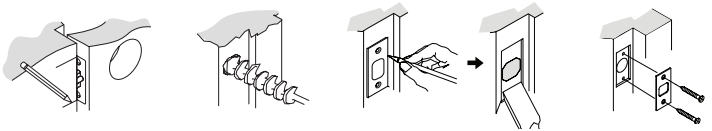

Figure 4a Figure 4b Figure4c Figure 4d Figure 4e
a. Mark center hole on edge of jamb even with the center of the Latch Bolt on door edge. (Figure 4a).